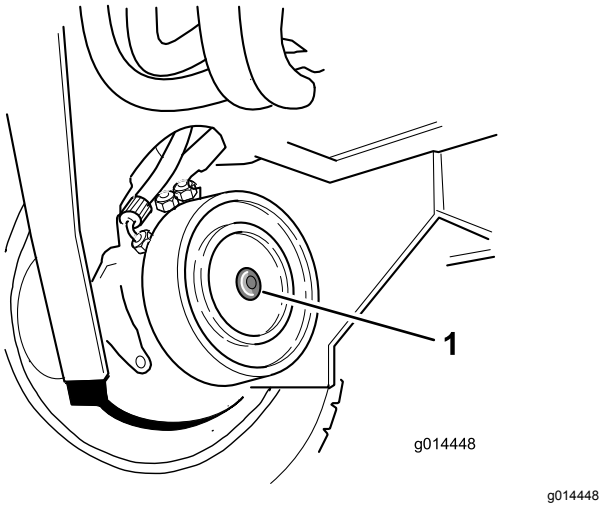

Rysunek 35
2. Odszukaj zespół hamulca tarczowego prawego przedniego koła i odkręć zaślepkę sześciokątną (Rysunek 35).